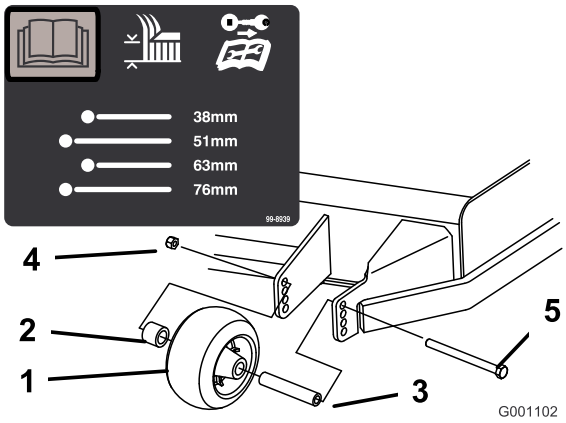
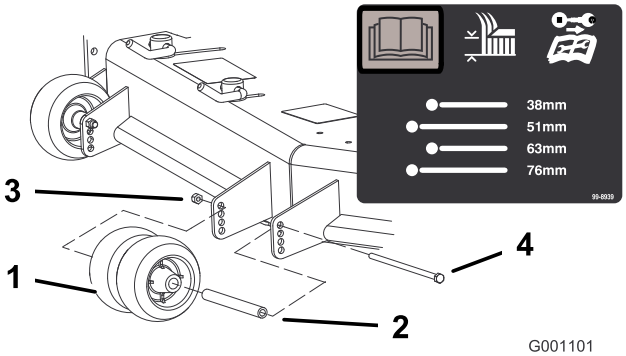
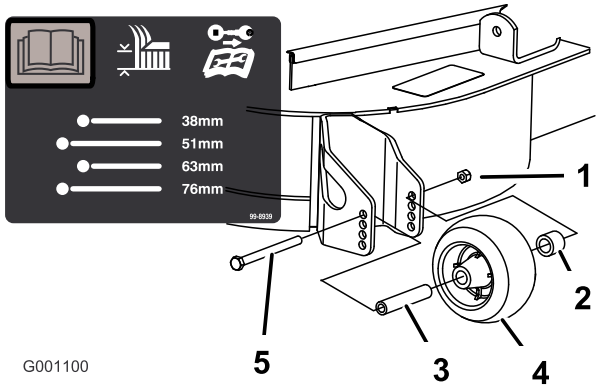

Figur 20
Figur 21
Figur 22
3. Når du har justeret klippehøjden, skal du justere rullerne ved at fjerne flangemøtrikken, bøsningen, afstandsbøsningen og bolten (Figur 20, Figur 21 og Figur 22).
Bemærk: De to midterste ruller har ikke en afstandsbøsning (Figur 21).
5. Monter flangemøtrik, bøsning, afstandsbøsning og bolt. Tilspænd til et moment på 54-61 Nm (Figur 20, Figur 21 og Figur 22).